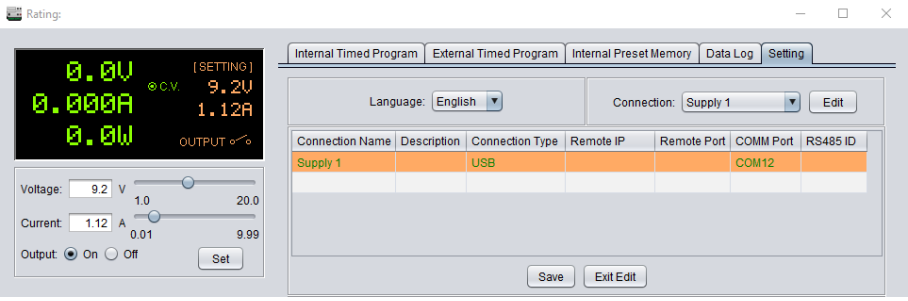

Figure 7.15
- Type in a connection name, select USB from the drop down, and select the correct COMM port assigned by your PC. Check the windows the device manager to determine the correct COMM port. In this case Windows has assigned COM port 12. Click "Save" and the black display will light up to indicate a successful connection. See **Figure 7.15**